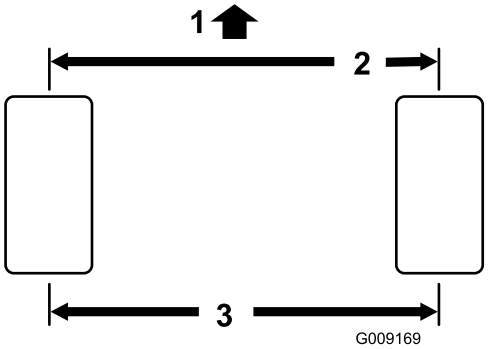

**Figur 56**
2. Mål afstanden fra midte til midte (i akselhøjden) på de styrende dæk, foran og bag akslen (Figur 56).